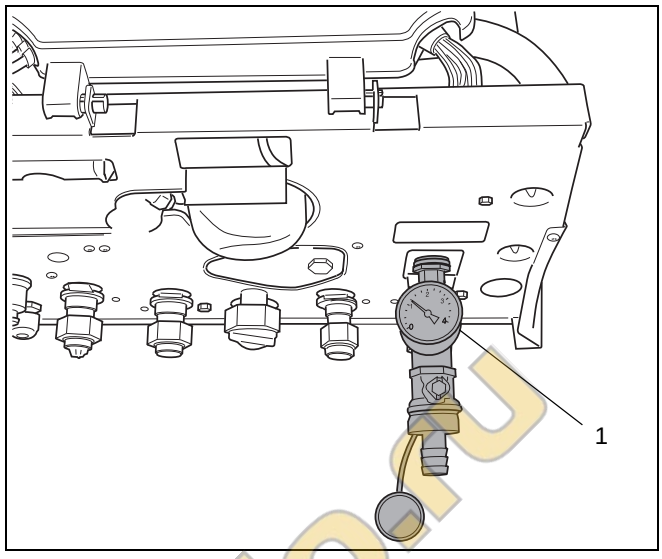

Рис. 8 Установка крана для заполнения внизу справа
- Установите манометр давления с краном для заполнения и слива (→ рис. 8, [1]).